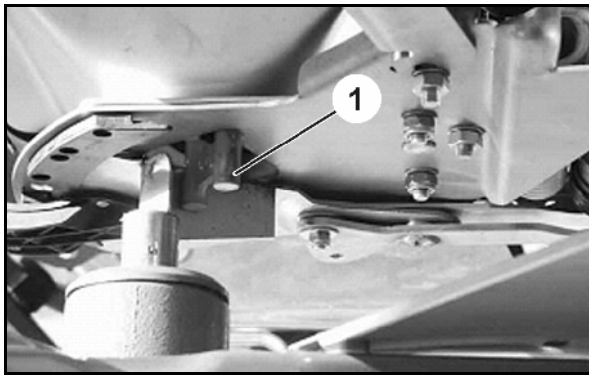

Fig. 59
6. Insert the setting gauge (Fig. 59/1) (Option, order no.: 915018) slightly into the opening.